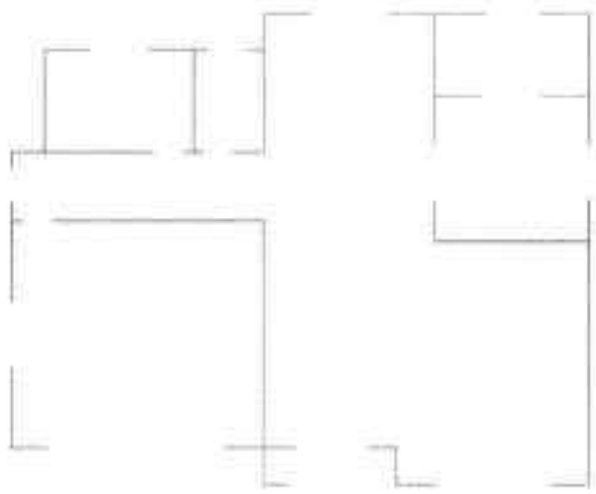

图5-68 别墅一层平面
Step01 启动 AutoCAD 2014 软件，打开光盘中的“别墅一层平面”素材文件，如图 5-68 所示。